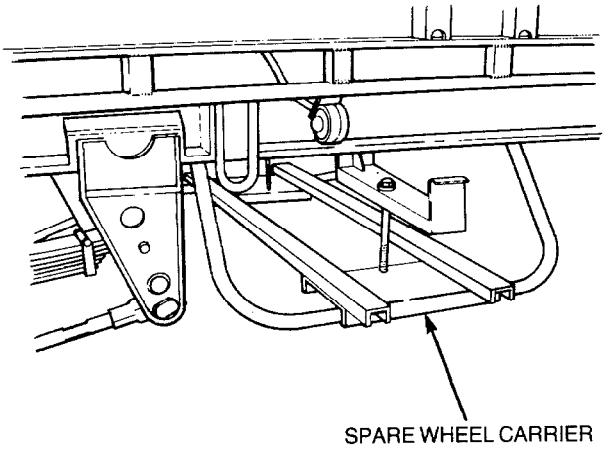

Figure 26 — Spare Wheel Carrier
52. Manufactured from tubular steel pipe, mild steel channel and mild steel plate, and mounted forward of the front suspension mounting bracket, is a spare wheel carrier for the carriage of two spare wheels (see Fig. 26).